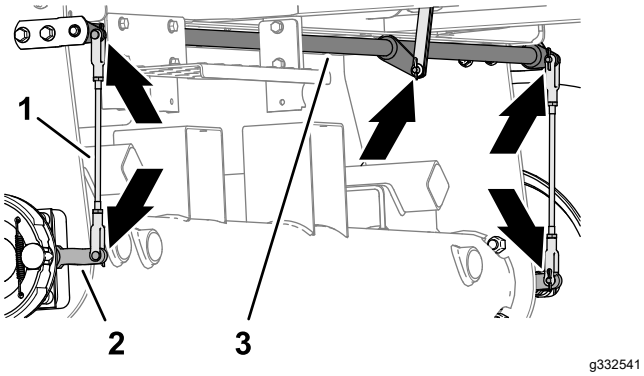

Figur 68
1. Kontrollera om det finns skador eller slitage på den vänstra eller högra bromsstångsenheten (Figur 68).
2. Kontrollera om det finns skador eller slitage på bromsvridaxeln (Figur 68).